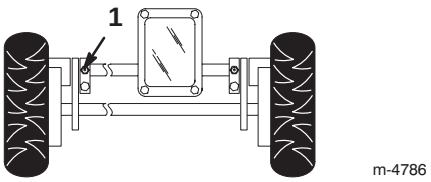

Bild 24
1. Wischen Sie die Schmiernippel mit einem sauberen Lappen ab (Bild 24).